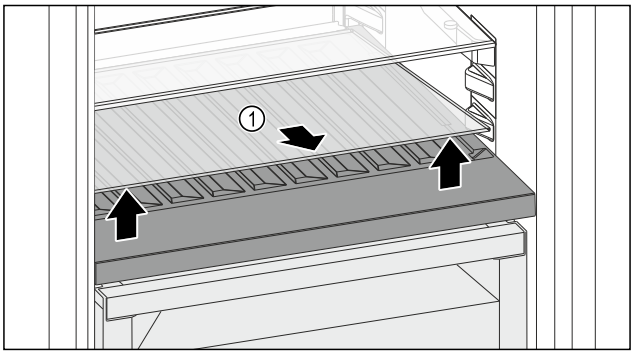

Fig. 174
▶ Lift the glass shelf *Fig. 174 (1)* at the front and remove.
▶ Store the glass shelf *Fig. 174 (1)* in a safe place outside the appliance.